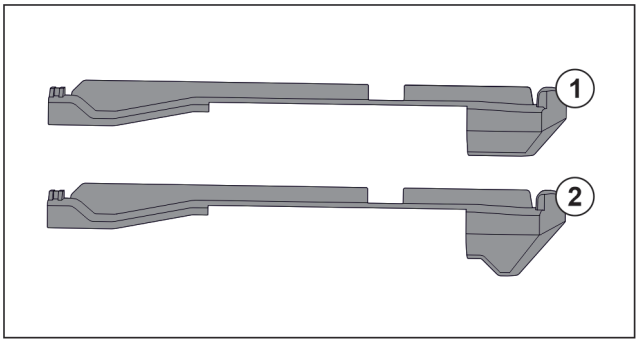

Fig. 195 对比插装件
冰箱中有两种不同的插装件。最底部抽屉上方的插装件 *Fig. 195 (2)* 有一个三角形的边缘。其他所有的插装件 *Fig. 195 (1)* 都有一个直的边缘。
▶ 将带有三角形边缘的插装件 *Fig. 195 (2)* 安装在最底部抽屉上方。
▶ 将带有直边缘的插装件 *Fig. 195 (1)* 安装到所有其他的位置上。